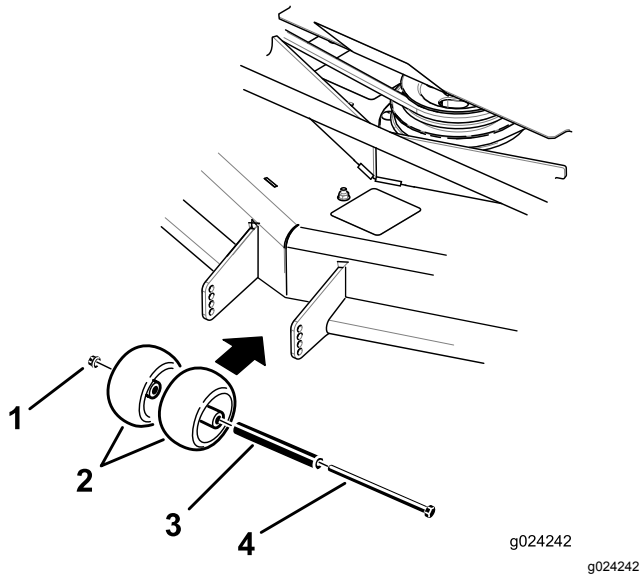
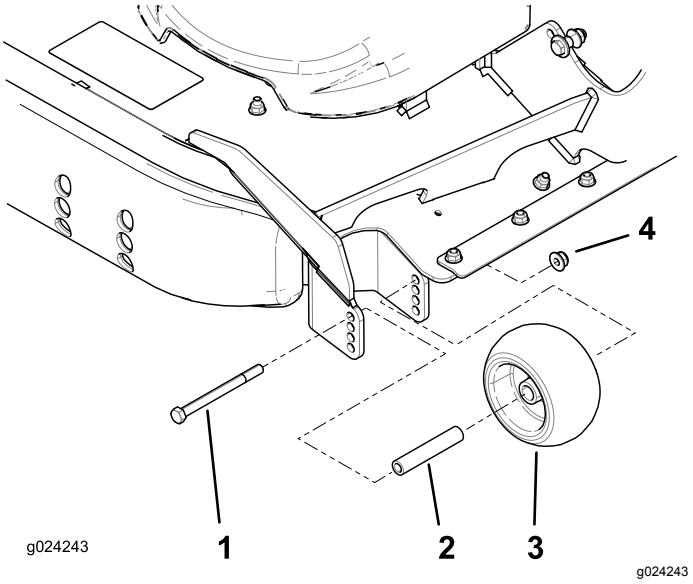

Figuur 35
Figuur 36
3. Stel de antiscalpeerrollen af zoals wordt getoond in Figuur 35 en Figuur 36.